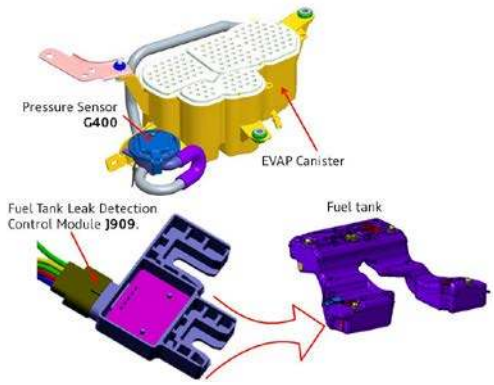

***Figure 2**. Separate sensor and control module.*
- Separate fuel tank pressure sensor, G400, and fuel tank leak detection control module, J909 (Figure 2).